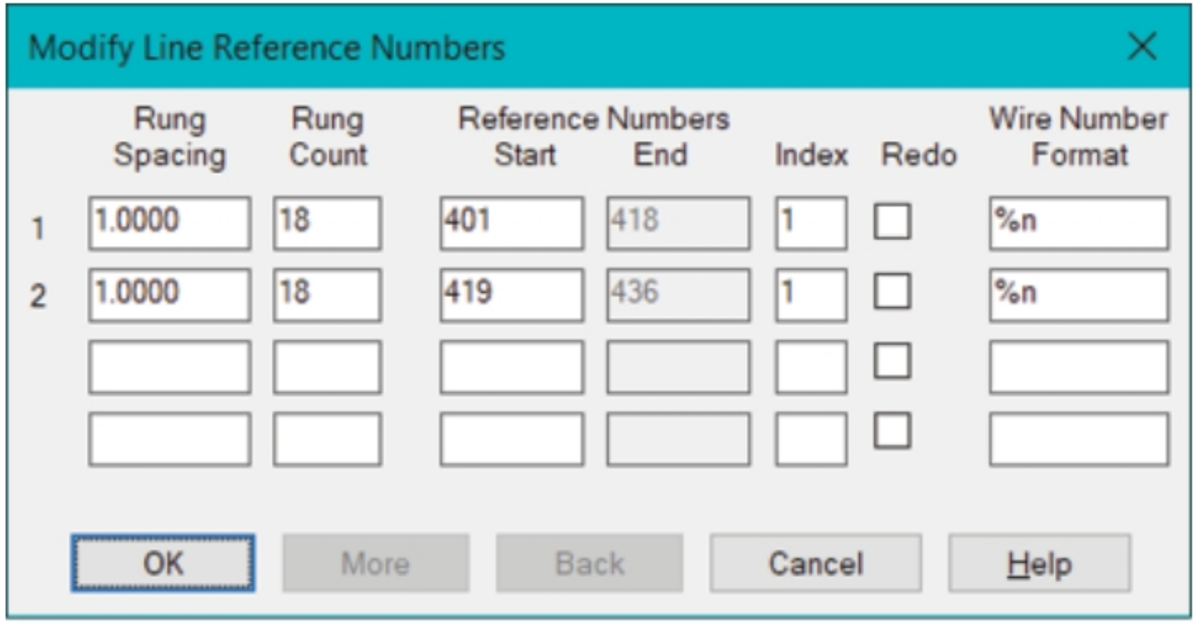

Figure-73. Modify Line Raferece Number dialog box
- Click on the **Revise Ladder** tool from the **Ladder Editing** drop-down. The **Modify Line Reference Numbers** dialog box will be displayed; refer to Figure-73.